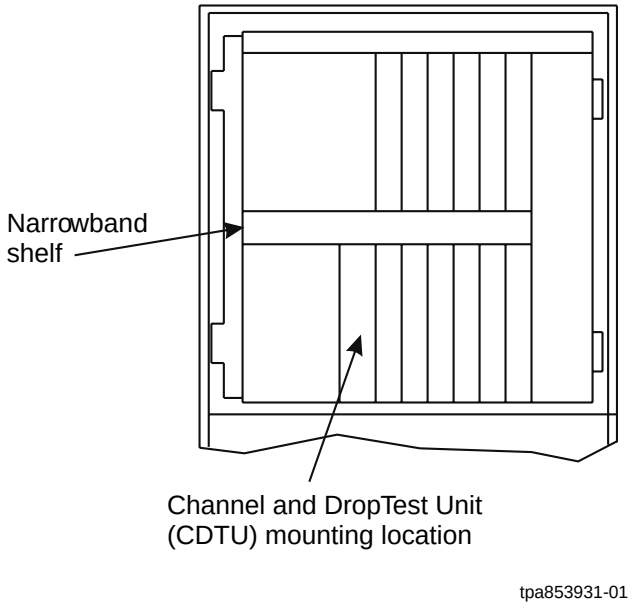

Figure 1 – Front View of Narrowband Shelf
2. Locate the mounting location for the **CDTU** on the NBS (Figure 1).